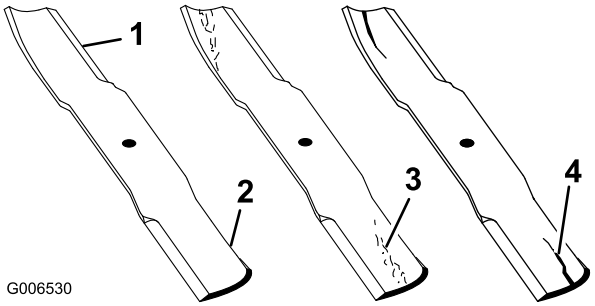

Figur 97
1. Undersøk kniveggene (Figur 97). Hvis kniven er sløv eller hvis det er hakk i den, må den tas av og knivene slipes. Se Slipe knivene.
2. Undersøk knivbladene, spesielt buen (Figur 97). Hvis du finner skader, slitasje eller ser at det begynner å dannes spor i denne delen av kniven (Figur 97), må den skiftes ut øyeblikkelig.